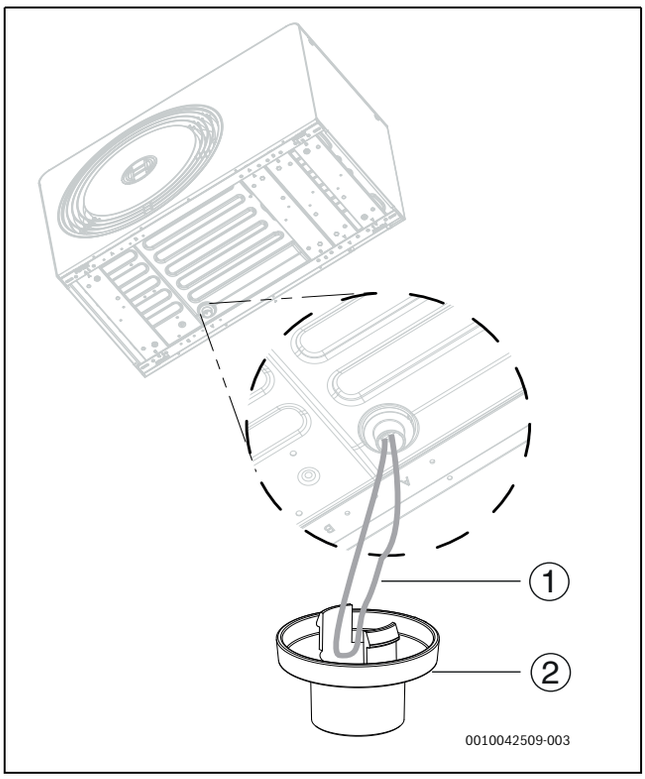

Fig. 25 Installazione del tronchetto di scarico
3. Tirare fuori il cavo ad anello del riscaldatore della vaschetta di raccolta e spingerlo all'interno del tronchetto di scarico (→bild 25). Applicare il tronchetto di scarico sulla pompa di calore.